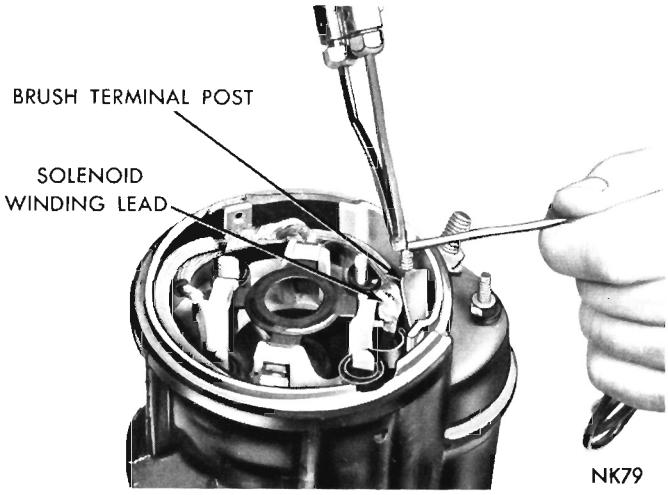

Fig. 21—Soldering Solenoid Winding Lead To Brush Terminal
(14) Wrap solenoid lead wire tightly around brush terminal post as shown in Figure 21 and solder securely with a high temperature resin core solder and resin flux.
(15) Carefully enter solenoid coil and brush plate
(17) Position brushes with armature thrust washer as shown in Figure 21. This will hold brushes out and facilitate proper installation of armature.